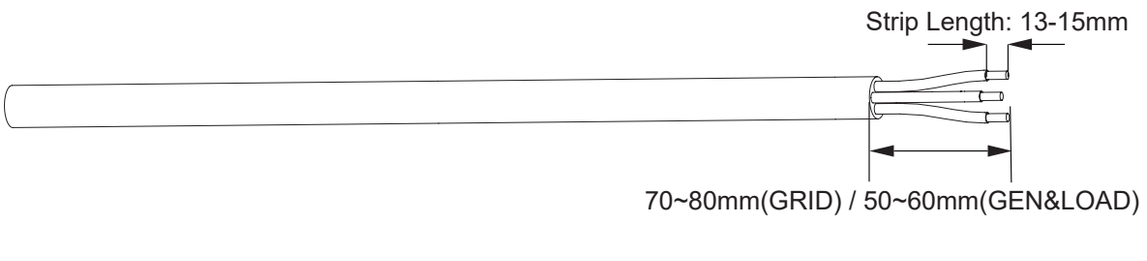

Figure 4-11
1) Select an appropriate AC cable, peel off the jacket of AC cable for 70~80mm(GRID) or 50~60mm (GEN&LOAD), and peel off the insulation sleeve in the conductor core of L/PE/N wires for 13-15mm, as shown in Figure 4-11: